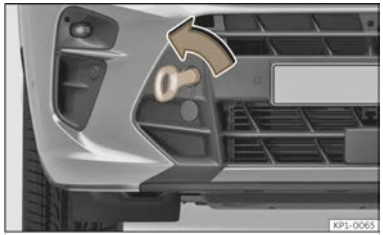

Fig. 217 Right side of the front bumper: towing eye screwed in.
3. Screw the towing eye into the housing by turning it **anticlockwise** ››› **Fig. 217**, ››› ⓘ as far as it will go. Use a suitable object that can completely and securely tighten the towing eye in its housing.